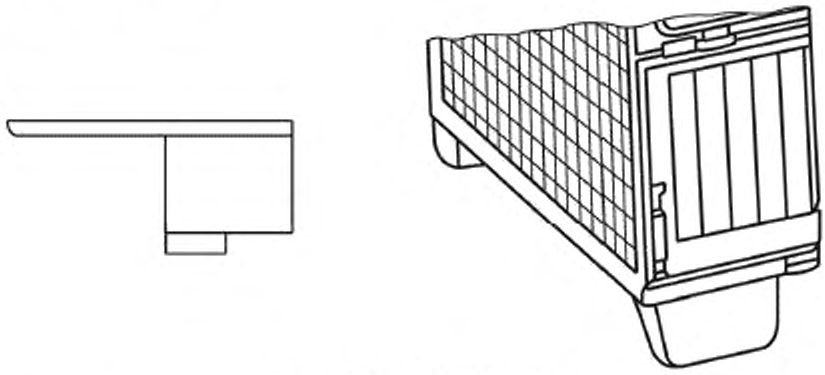

Рисунок 64 — Гнездовая опора
6.8.4 **гнездовая опора:** Опора, расположенная по сторонам стоечного или сетчатого поддона (см. рисунок 64). en nesting foot fr pied à emboîtement